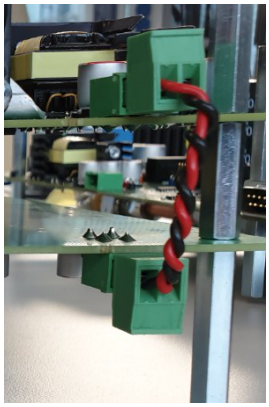

Figure 5. Low Voltage Supply Connection
3. Auxiliary power. This is the connection to power the microcontroller, gate drivers, and all other low voltage ancillary systems. The higher layer needs to be connected to the lower layer as shown in Figure 5.